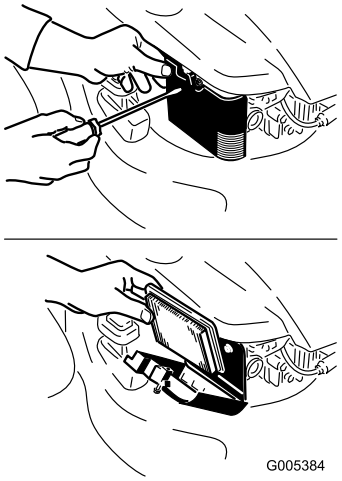

Figur 22
2. Åbn luftfilterdækslet, og fjern det gamle luftfilter (Figur 22).